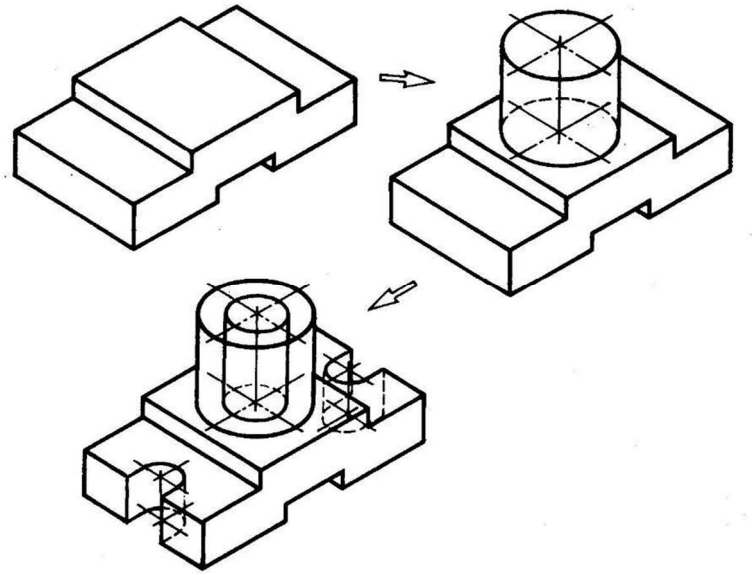

Рис. 4. Использование комбинированного способа построения изометрической проекции детали
4.Комбинированный способ построения изометрической проекции. Изометрическую проекцию детали, форма которой получена в результате сочетания различных способов формообразования, выполняют, используя комбинированный способ построения (рис. 4).